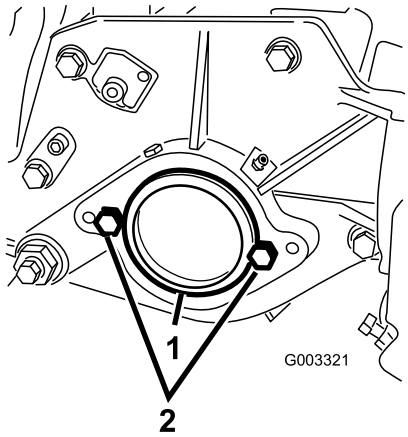

**Figur 7**
2. Fjern plastproppen fra lejehuset i højre ende af klippeenheden (Figur 7).
3. Fjern de to maskinskruer fra den højre sideplade (Figur 7).
2. Maskinskrue (2)
5. Monter løst de to motormonteringsskruer på klippeenhedens venstre sideplade (Figur 7).